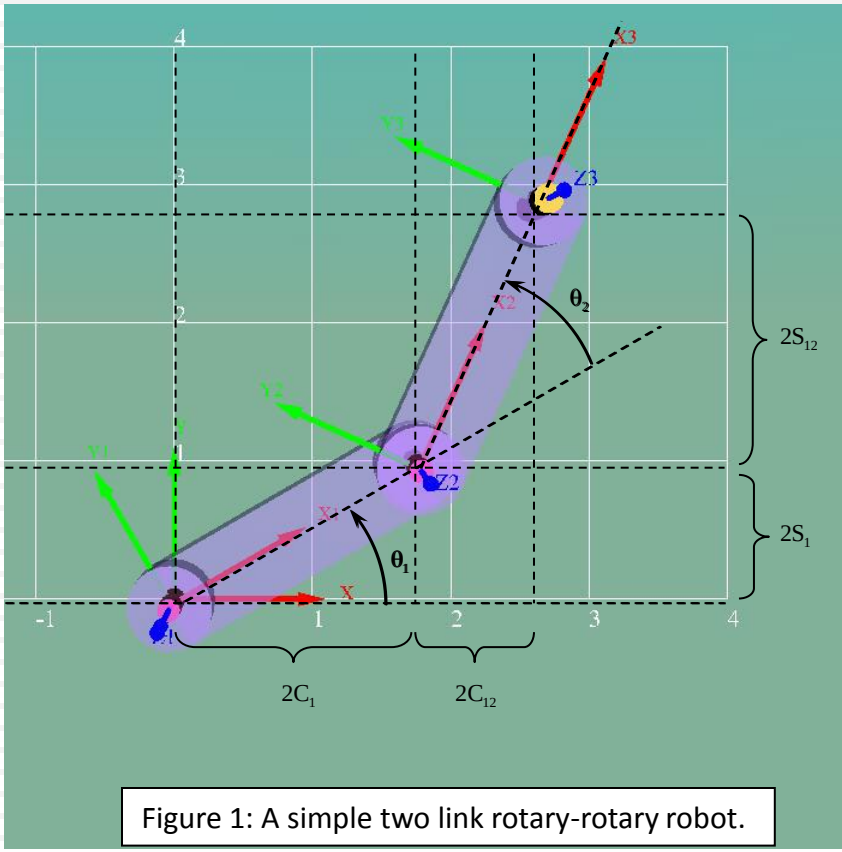

Figure 1: A simple two link rotary-rotary robot.
- In the animation shown in Figure 1, to move the robot from a starting point to an ending point we simply increased the joint angles linearly with time.